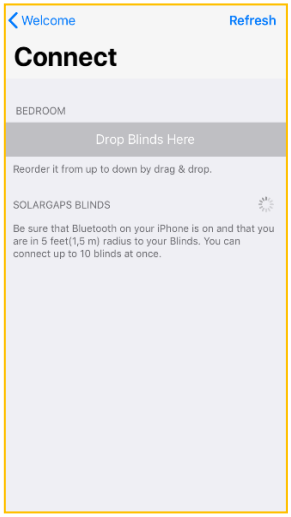

Figure 5
10.2.3.2. The application is searching for the BLINDS *(Fig. 5)*.